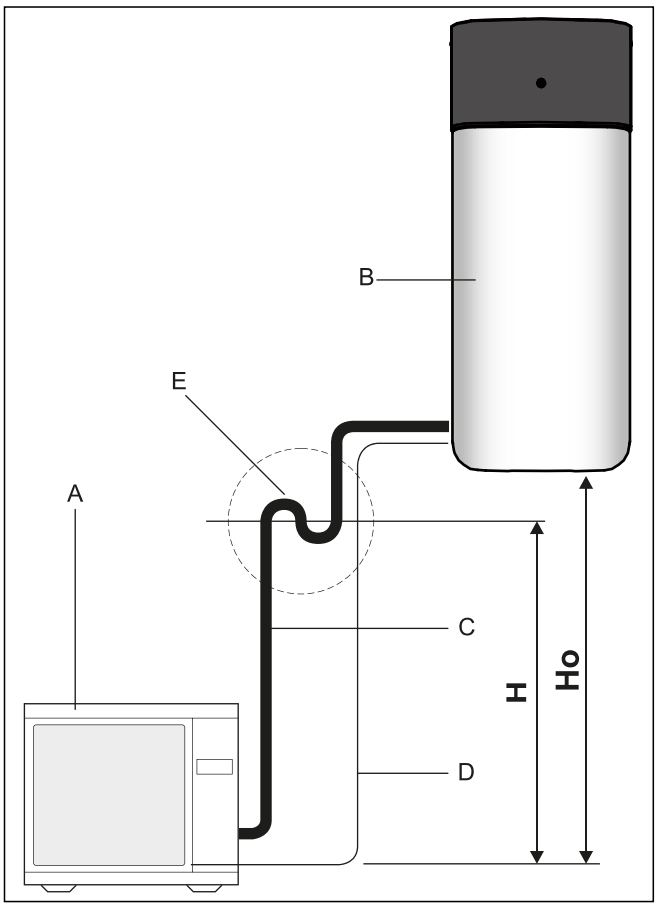

Fig. 4-46 Arco coletor do óleo da conduta de refrigerante
- São necessários se o aparelho interno não for instalado ao nível do chão em relação ao aparelho externo da bomba de calor (Fig. 4-46, HO ≥ 10 m).
- Tem de ser instalado pelo menos um arco coletor do óleo por cada 10 m de diferença de altura (Fig. 4-46, H = distância entre arcos coletores do óleo).
Tab. 4-10 Legenda para Fig. 4-46